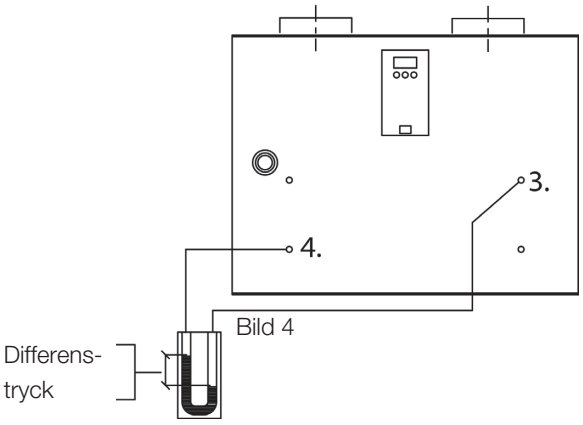

Bild 4
a. Tag bort hatten på mätuttagen 3 och 4 på inspektionsdörrens utsida enligt bild 4.
b. Stäng inspektionsdörren och anslut U-rörets slangar till mätuttagen på inspektionsdörrens utsida enligt bild 4.